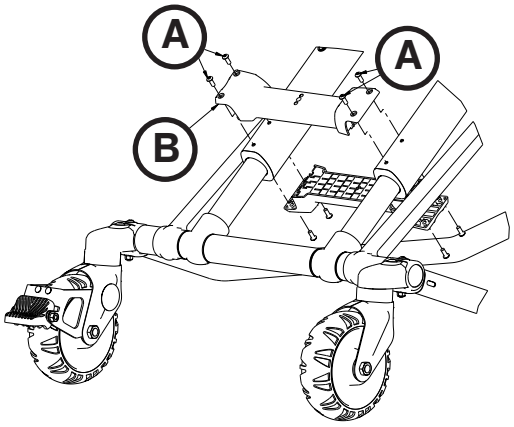

Abbildung 75
1. Mit einem T25 Torx-Schlüssel die vier (4) Halbrundkopfschrauben (A) aus der Grundgestellverstärkung (B) schrauben (Abbildung 75).